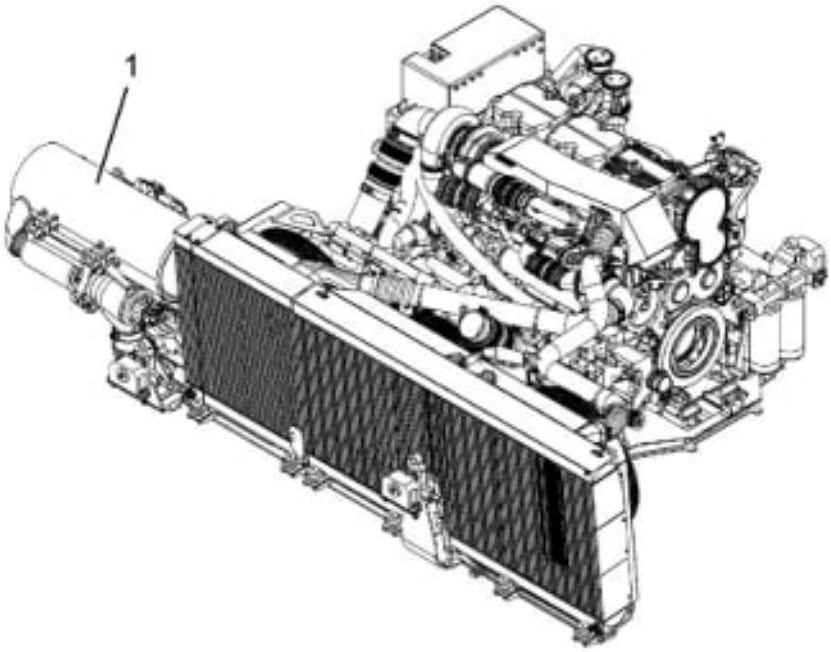

Fig. 17: Posizione Clean Emission Module (CEM)
Il modulo emissioni pulite (CEM), cfr. Fig. 17 (1), è integrato nel modulo propulsore (Power Pack). Il terminale di scarico è montato sul tetto del veicolo.